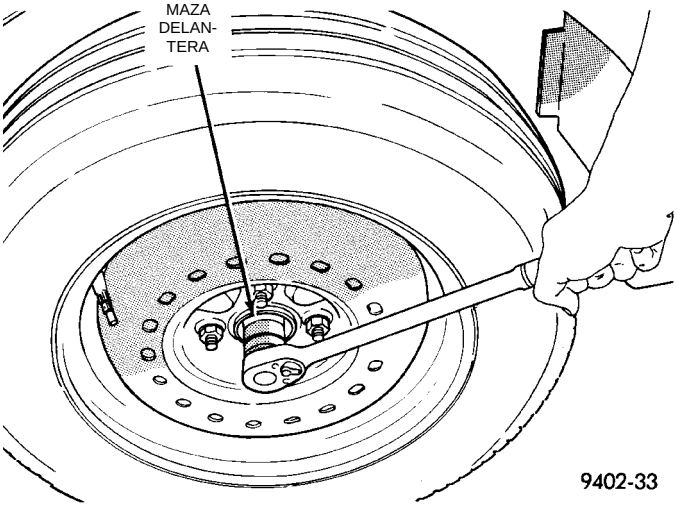

Fig. 15 Desmontaje de la tuerca de retención de la maza delantera
(2) Afloje la tuerca de la maza mientras el vehículo está en el suelo con los frenos aplicados (Fig. 15). **La maza y el eje de transmisión están unidos y asegurados por una cuña a través de la articulación (cojinete) y retenidos por la tuerca de maza.**